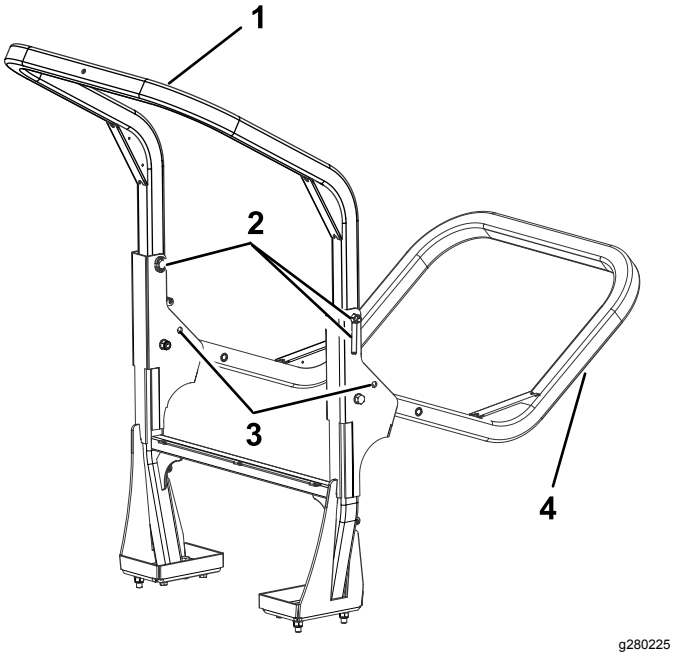

Figur 27
2. Understøt vægten af styrtbøjlens øvre stel, mens du fjerner låsestifterne og gaffelboltene fra aksebeslagene (Figur 27).